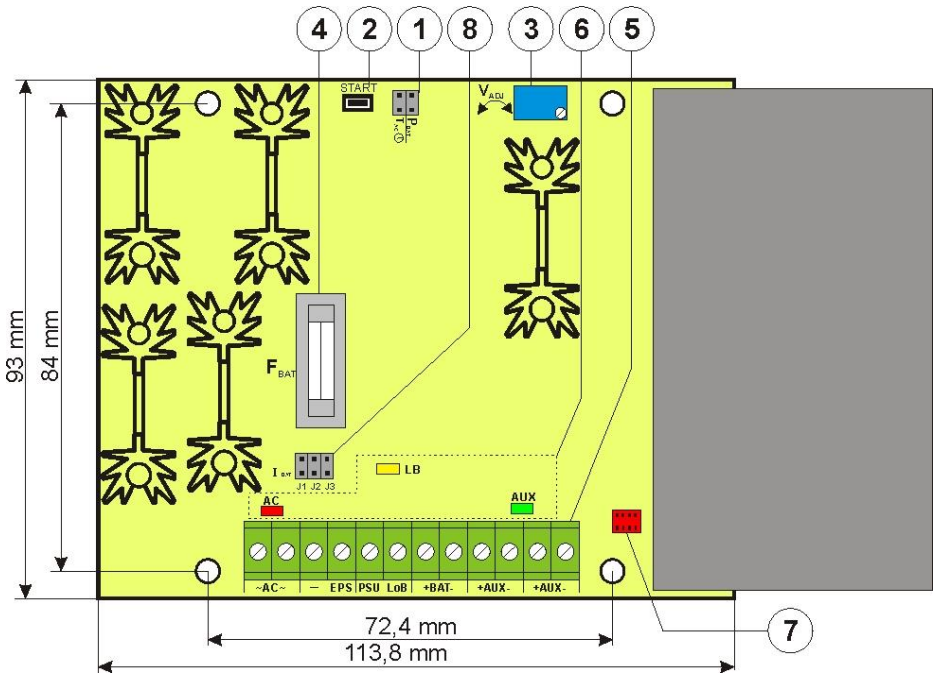

Fig. 2. Vista del circuito impreso de la fuente de alimentación.
1.3 Descripción de los componentes y los conectores de la fuente de alimentación (tab.1, fig.2).
Tabla 1. Componentes del circuito impreso de la fuente de alimentación (véase fig. 2).
2	Placa de la fuente de alimentación (véase tab. 1, fig. 2)